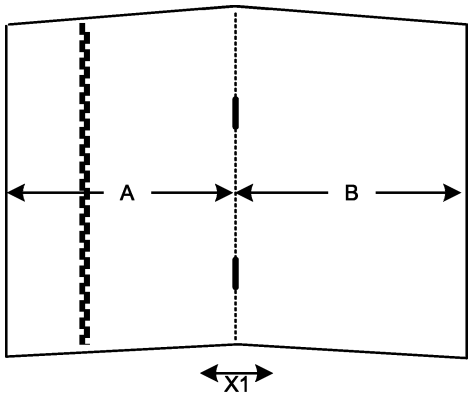

Figure 1 Measurements
6. Measure the distance between the crease and the edges of the sheet (“A” and “B” on Figure 1). The measurements should be equal, +/- 3.5 mm for A4/Letter size paper; 4 mm for all other sizes.
7. Measure the distance between the crease and the staples (“X1” on Figure 1). The measurements should be less than 2.5 mm.